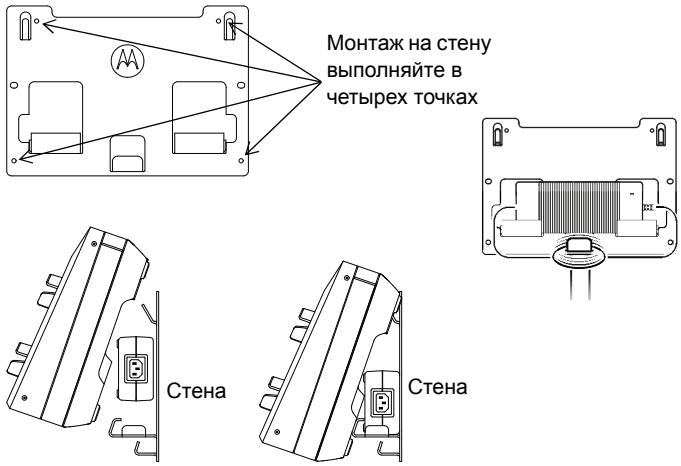

Рис. 17. Крепление многоместного зарядного устройства к настенному кронштейну
4. Установите многоместное зарядное устройство в настенный кронштейн как показано на Рис. 17.